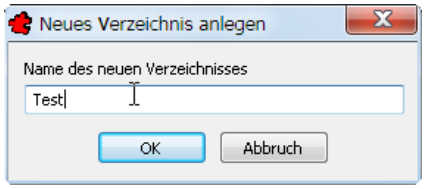

Bild 36.51 – Anlegen eines Hersteller-Verzeichnisses
- Legen Sie gegebenenfalls das *Verzeichnis an*, übernehmen Sie dabei den Herstellernamen (Abb. 36.51). Wählen Sie diesen Namen dann im obigen Dialogfeld und bestätigen Sie.